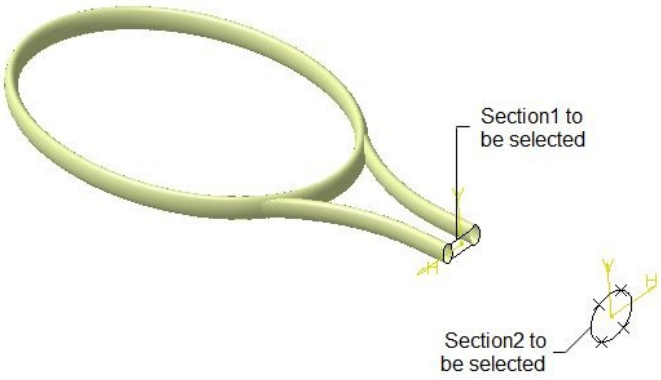

Figure 10-80 *The sections to be selected for creating the multi-sections surface*
10. Select the first section from the geometry area, refer to Figure 10-80; the closing point for the first section is selected by default.
11. Next, select the second section from the geometry area, refer to Figure 10-80; the closing point for the second section is selected by default.